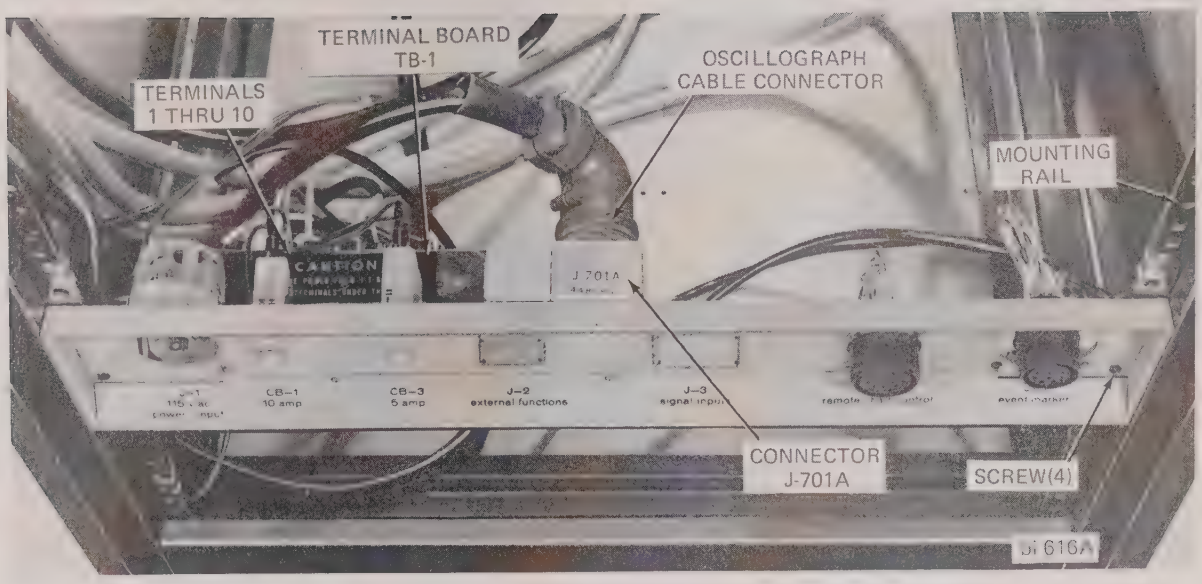

FIGURE 2-8 INSTALLATION OF MAIN CONNECTOR PANEL
1. Position main connector panel on rear of unit (approximately 10 mounting screw holes from the bottom) and install four screws attaching panel (Fig. 2-8).